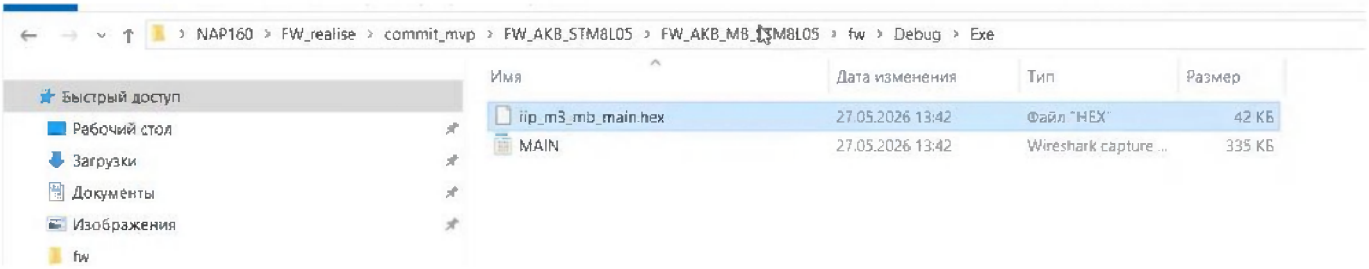

Рисунок 32
4.6.5 Файл iip_m3_mb_main.hex будет создан в директории: C:\Рабочий стол\NAP160\FW_realise\commit_mvp\FW_AKB_STM8L05\FW_AKB_MB_STM8L05\fw\Debug\Exe (Рисунок 32).